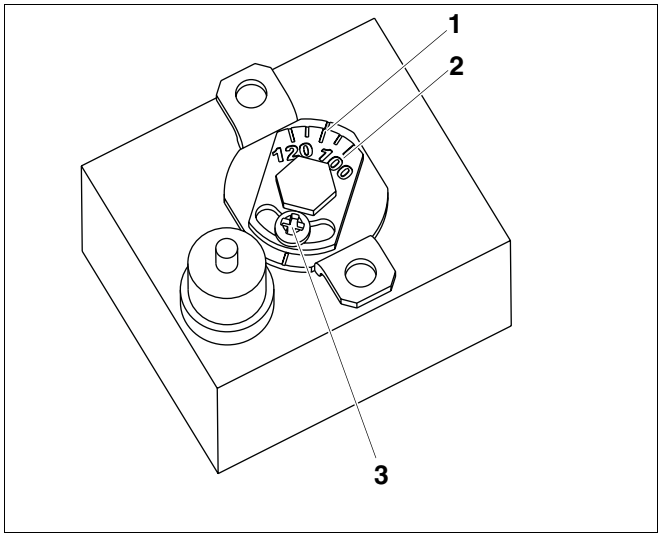
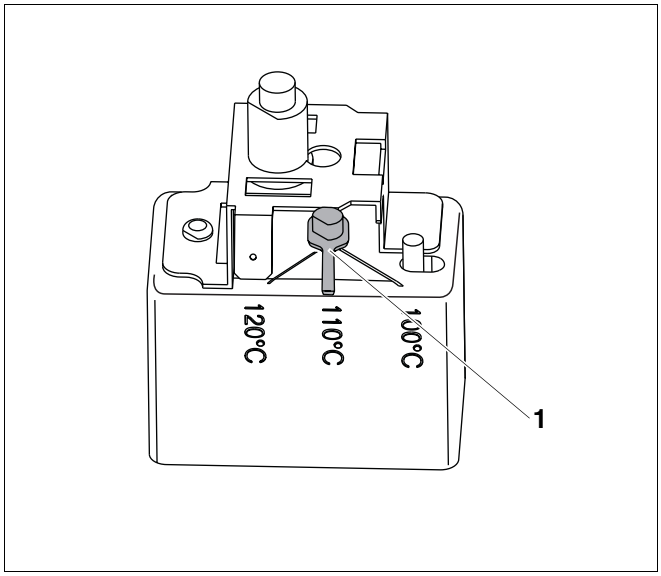

Afb. 76 Variant A van de STB
Afb. 77 Variant B van de STB
- Ga eerst na, welke variant van de veiligheidstemperatuurbegrenzer is ingebouwd (vgl. afb. 76 en afb. 77).
Variant A (afb. 76)
- Draai de schroef (afb. 76, **pos. 3**) los.
- Plaats het metalen deeltje met de temperatuurschaal (afb. 76, **pos. 2**) op de markering (afb. 76, **pos. 1**).
- Draai de schroef (afb. 76, **pos. 3**) weer aan.
Variant B (afb. 77)
- Stel de hendel (afb. 77, **pos. 1**) in op de betreffende temperatuur.